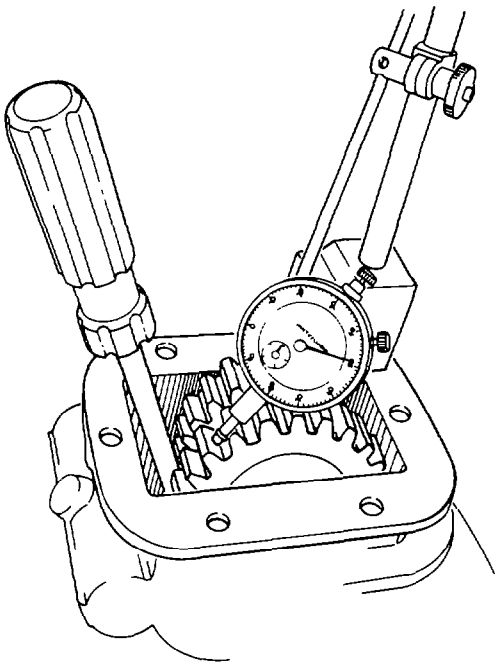

Fig. 403 — Checking Adapter to PTO Backlash
y. Install a dial indicator and check that the adapter gear backlash is 0.025 – 0.375 mm (0.010 – 0.015 in.) while holding the PTO driven gear with a screwdriver (see fig. 403). Add or remove gaskets as necessary to obtain the correct reading. Remove the dial indicator.